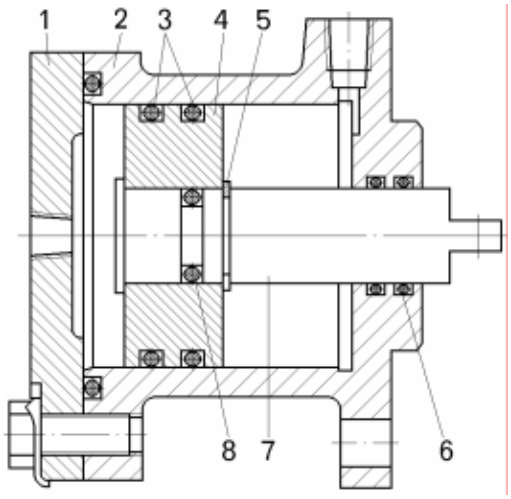

Рисунок 5.10 – Пневмопереключатель:
– отвернуть болты и снять крышку 1 (рисунок 5.10);